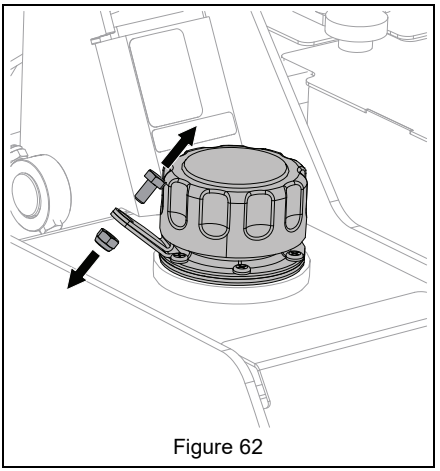

Figure 62
7. Add hydraulic fluid, if needed. Remove nut and bolt securing hydraulic fluid cap. Remove cap and add hydraulic fluid. Use good quality AW46 API hydraulic fluid. See Figure 62.
5. Remove nut and bolt securing hydraulic fluid cap. Remove cap. See Figure 62.